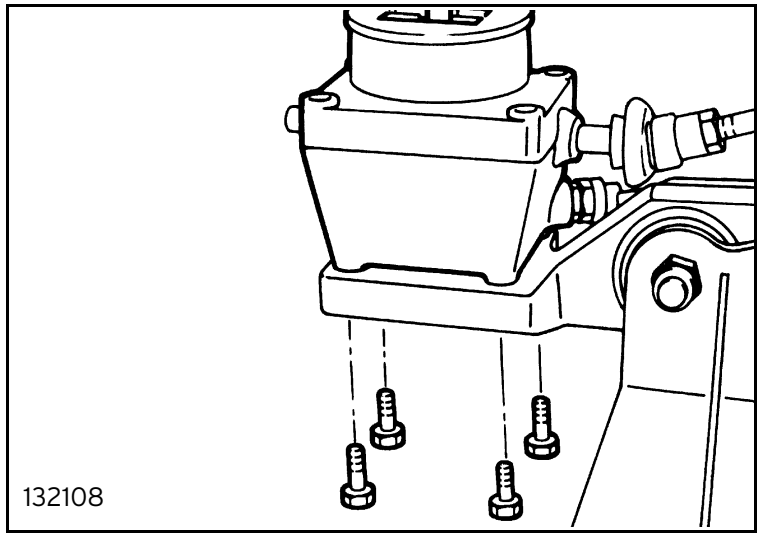

Fig. 8
- remove the screws securing the turret to the supporting frame (figure 8);